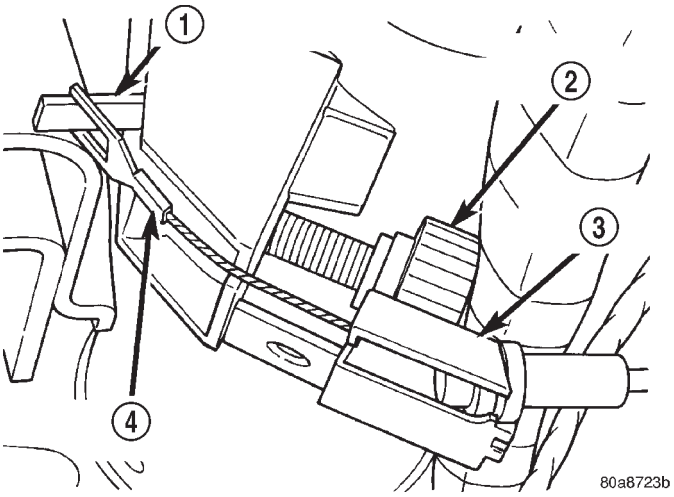

Fig. 5 PRNDL Drive
(8) Remove the PRNDL cable on column shift vehicles. Put the shift lever in **Park** position. Pull the cable and twist to remove from the position arm. Push the tab up on bottom of the cable retainer, then squeeze sides to remove retainer from the column (Fig. 5).